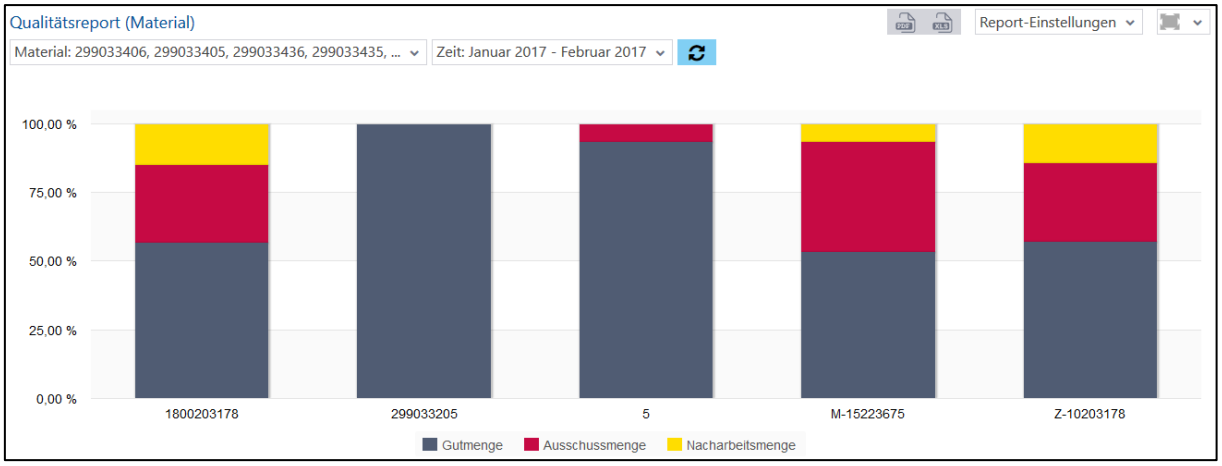

**Bild 115: Qualitätsreport (Material) als Säulendiagramm**
- Qualitätsreport (Material) als Säulendiagramm (Bild 115):